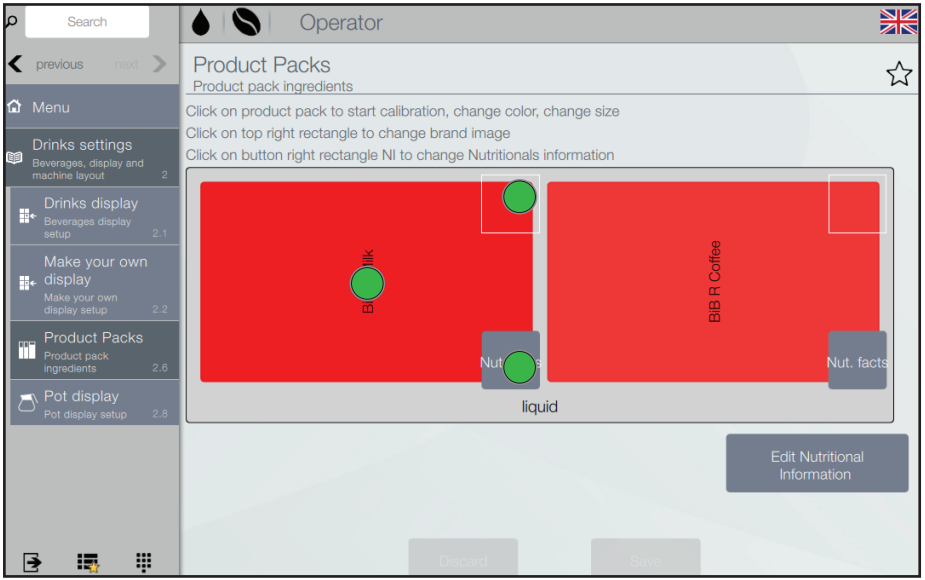

Fig. 6.10- Pachete produs
- Atingeți pachetul de produs dorit de pe ecran (fig. 6.10) pentru